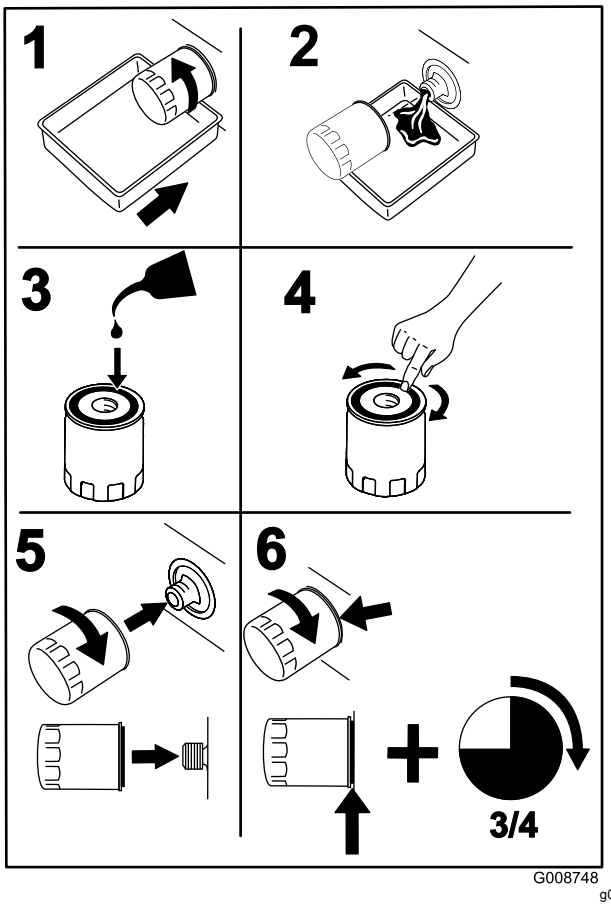

Figur 71
8. Sätt ett avtappningskärl under grenrörsfiltret (Figur 71).